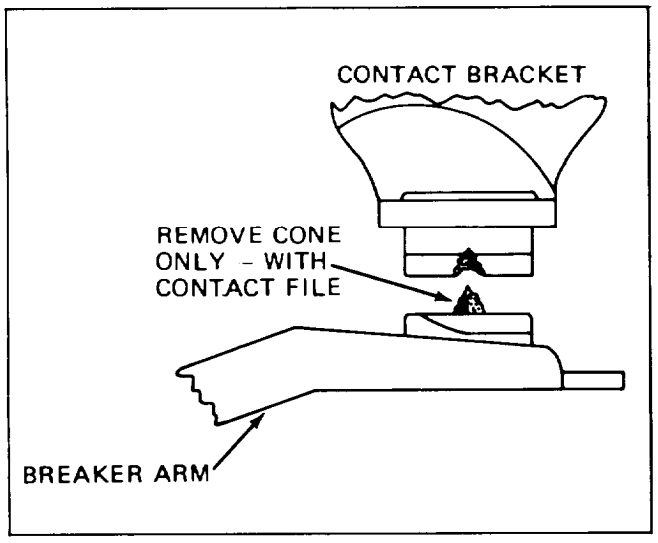

Figure 4-47. Filing Contact Points
e. For a temporary repair, dress the contact points with a few even strokes using a clean fine-cut contact file. Do not attempt to remove all roughness or dress the point surfaces down smooth. See figure 4-47.